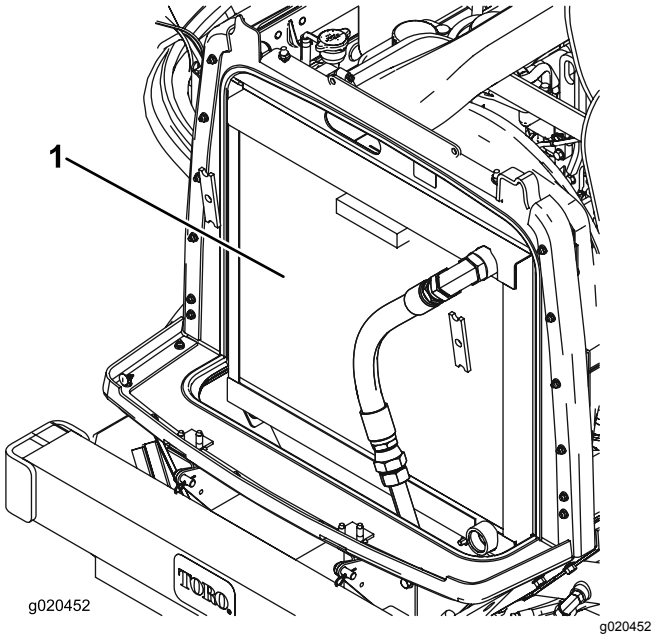

Figuur 93
3. Reinig beide zijden van de radiateur/oliekoeler grondig met perslucht (Figuur 93).